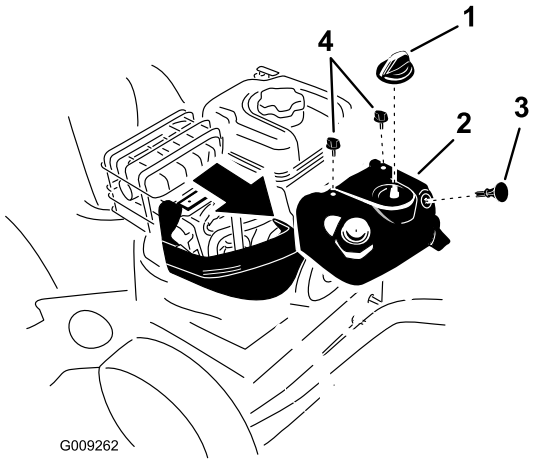

Figur 33
Obs: För att komma åt tändstiftet måste du först ta bort den övre snökåpan (Figur 33).
1. Ta bort chokereglaget och tändningsnyckeln (Figur 33).
2. Ta bort de två skruvarna som fäster den övre snökåpan på maskinen (Figur 33).